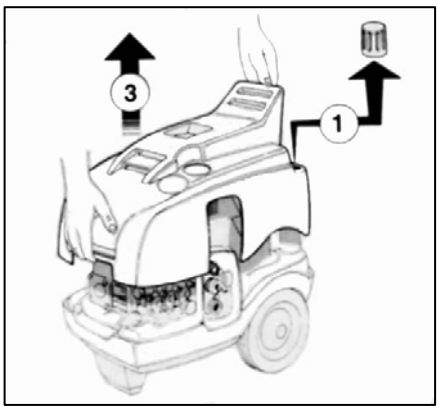

Рис.5
I. Отсоединение корпуса (Рис.5).